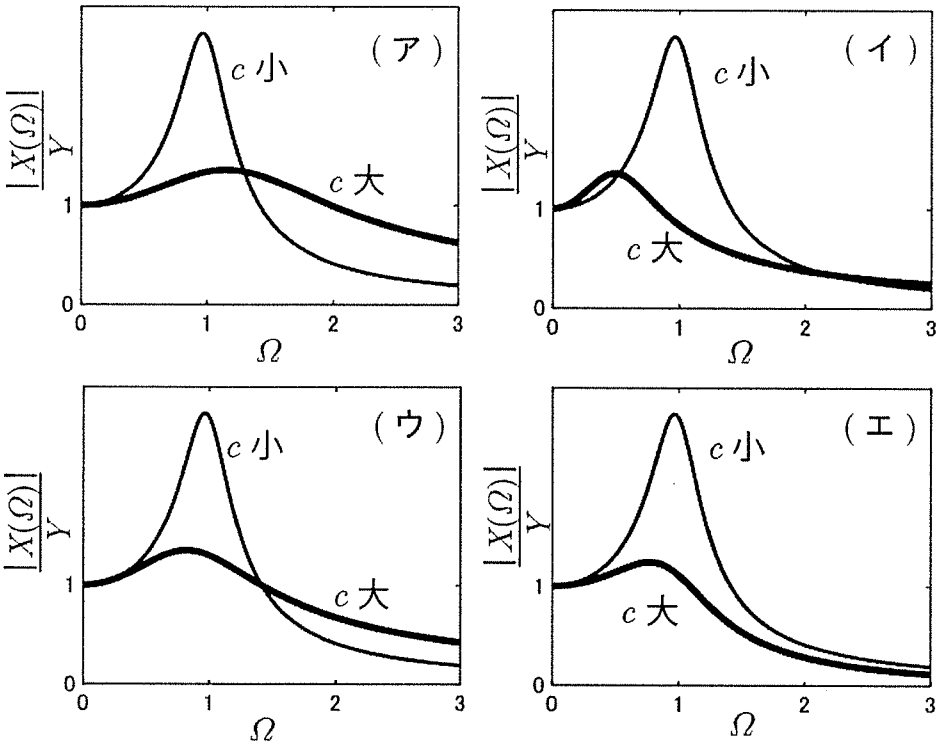

図２
(5) 図１(b) でモデル化される除振台において，質量 m，ばね定数 k が一定のとき，粘性減衰係数 c の値の大小により振動伝達率 $|X(\Omega)|/Y$ のグラフの概形は変化する。以下の図２（ア）～（エ）のうち振動伝達率のグラフの概形として適切なものは ⑨ である。